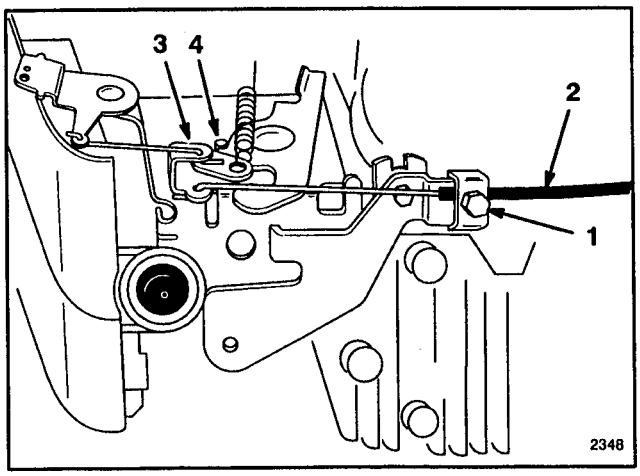

Figure 18
4. Loosen cable clamp screw until throttle cable slides (Fig. 18).
5. Move throttle cable until throttle lever contacts stop (Fig. 18).
7. Reinstall engine cover with (2) screws.